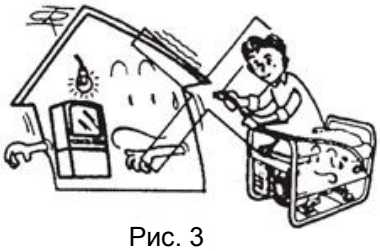

Рис. 3
1.3 Не приєднуйте установку до контуру будівлі (Рис. 3).